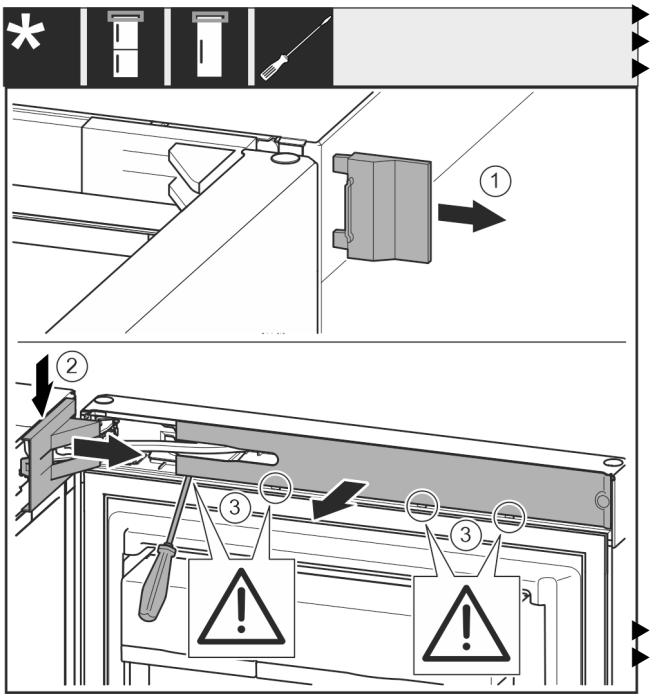

Fig. 12
▶ Noņemiet pārsegu *Fig. 12 (1)*.
▶ Atbrīvojiet un atvienojiet gultņa balsta pārsegu *Fig. 12 (2)*.
▶ Noņemiet gultņa balsta pārsegu *Fig. 12 (2)*.
▶ Atbrīvojiet aizsegu *Fig. 12 (3)* ar plakano skrūvgriezi un pagrieziet uz sāniem.